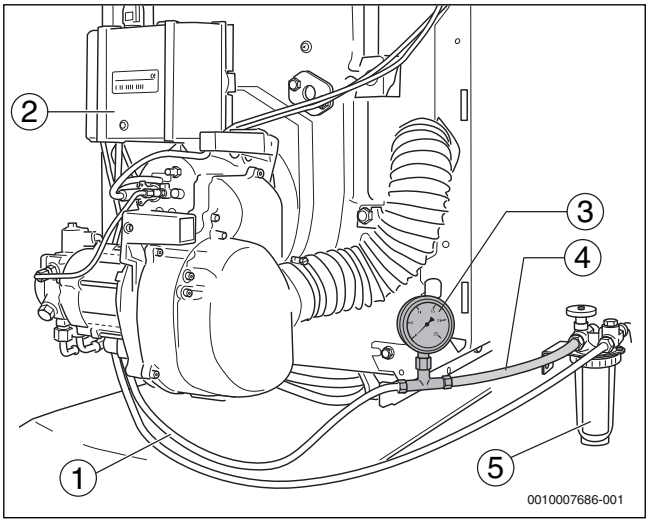

Fig. 19 Filtre de fioul, vacuomètre et tuyau transparent
▶ Monter le vacuomètre (→ fig. 19, [3]) avec le tube transparent (→ fig. 19, [4] ; accessoire), comme représenté, entre le filtre à fioul (→ fig. 19, [5]) et la conduite d'aspiration du fioul (→ fig. 19, [1]).
- ▶ Contrôler l'absence de bulles d'air dans le fioul aspiré à travers le tube transparent (→fig. 19, [4]).
- ▶ Fermer le robinet principal de fioul au niveau du filtre à fioul (→fig. 19, [5]) et démonter le tube transparent (→fig. 19, [4]) avec le vacuomètre (→fig. 19, [3]).
- ▶ Visser la conduite d'aspiration du fioul (→fig. 19, [1]) au raccordement du filtre à fioul.